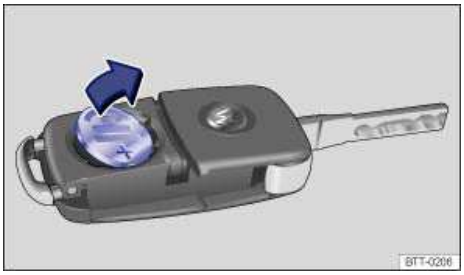

Fig. 24 Remote control vehicle key: Remove old battery.
- Use a thin object to pry the battery out of the battery compartment ⇒ fig. 24.
- Position the new battery in as shown ⇒ fig. 24 and press it into the battery compartment (opposite to direction of the arrow) ⇒ ⓘ.